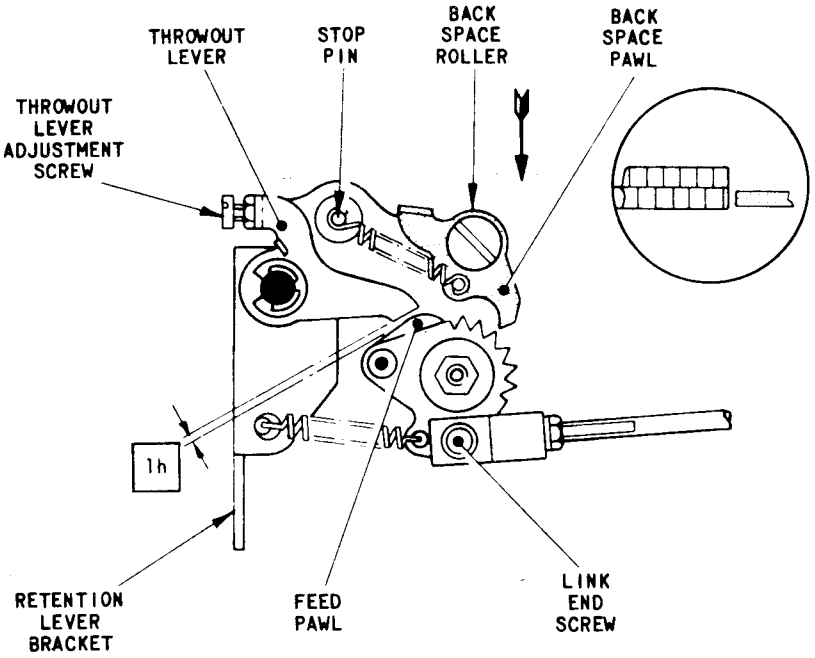

FIG.L.12 TAPE FEED MECHANISM
9.3 Check that the throwout lever, Fig.L.12, is clear of the feed pawl by approximately ·060 in.
9.7 With the machine in the rest position, check that the capstan-headed screw securing the Feed link end is directly behind the feed spindle centre line, as shown in Fig.13. This ensures that the feed pawl, Fig.L.12, is operating in the correct tooth.
11.1 Press lightly on the back space roller, Fig.L.12, to bring the back space pawl into contact with its ratchet. Check that the tip of the pawl lies in the middle of the ratchet tooth, as shown in the inset.
11.4 If necessary, slacken the nut securing the stop pin, Fig.L.12, and adjust the pin in its slot until the condition is satisfied. Tighten the nut.
11.7 With the machine in the rest position, slacken the locknut securing the throwout lever adjustment screw, Fig.L.12, and turn the screw clockwise until there is a clearance of ·005 – ·015 in. (dimension 'lh') between the throwout lever and the feed pawl. Tighten the nut.